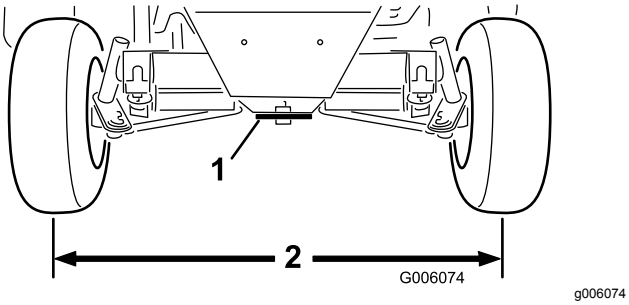

Figur 62
2. Juster begge parallellstagene til avstanden fra midten til midten foran og bak på bakhjulene er den samme (Figur 62).